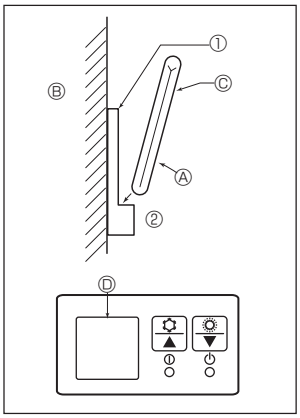

Fig. 6-8
2) Installation method (Fig. 6-8)
① Attach the remote controller holder to the desired location using 2 tapping screws.
② Place the lower end of the controller into the holder.